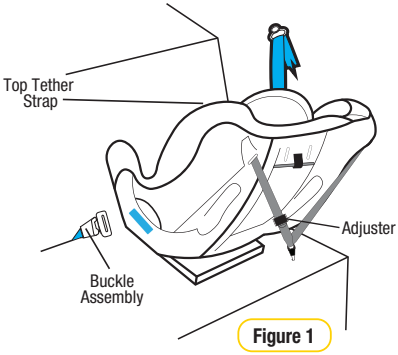

Figure 1
**Step 1:** Place the child restraint on the vehicle seat. Ensure the child restraint is set up correctly for the size of the passenger (Figure 1).